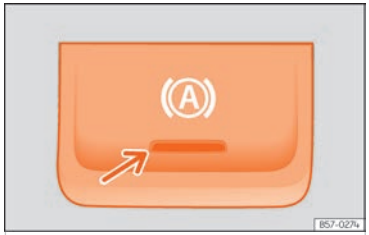

Fig. 135 A la part inferior de la consola central: tecla de la funció Auto Hold.
(P) Quan la funció Auto-Hold està activa, l'indicador de control s'encén de color verd al quadre d'instruments. L'indicador de control de la tecla (A) ››› fig. 135 roman encès mentre la funció Auto Hold està connectada.